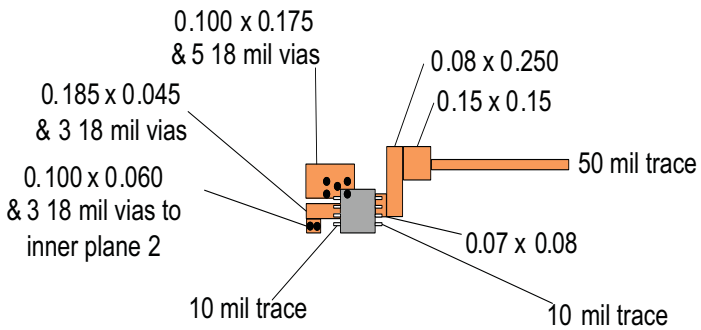

Figure 45. DGK Package PCB Layout Example
While it is recommended that the DGN package PAD be soldered to circuit board copper fill and vias for low thermal impedance, there may be cases where this is not desired. For example, use of routing area under the IC. Some devices are available in packages without the Power Pad (DGK) specifically for this purpose. The θ_{JA} for the DGN package with the pad not soldered and no extra copper, is approximately 141°C/W for 0.5 - A and 1- A rated parts, and 139°C/W for the 1.5 - A and 2- A rated parts. The θ_{JA} for the DGK mounted per Figure 45 is 110.3C/W. These values may be used in Equation 1 to determine the maximum junction temperature.
- Added Figure 45 - DGK Package PCB Layout Example 17